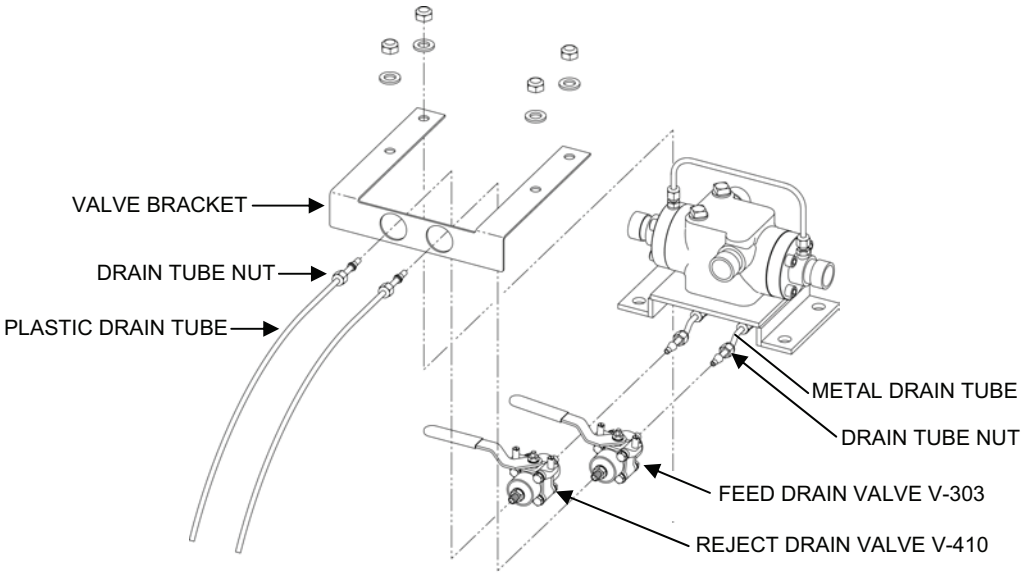

Figure 15. Turbocharger Feed or Reject Drain Valve V-303 / V-410 Replacement.
Replace Turbocharger Feed Drain Valve V-303 or Reject Drain Valve V-410 as follows (see Figure 15):
b. Note the proper orientation of the valve (see Figure 15).